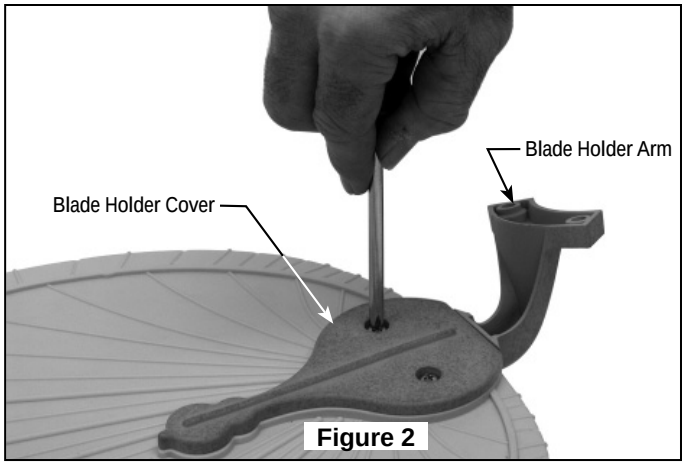

Figure 2
7. Tighten both screws to secure the blade. (Figure 2)